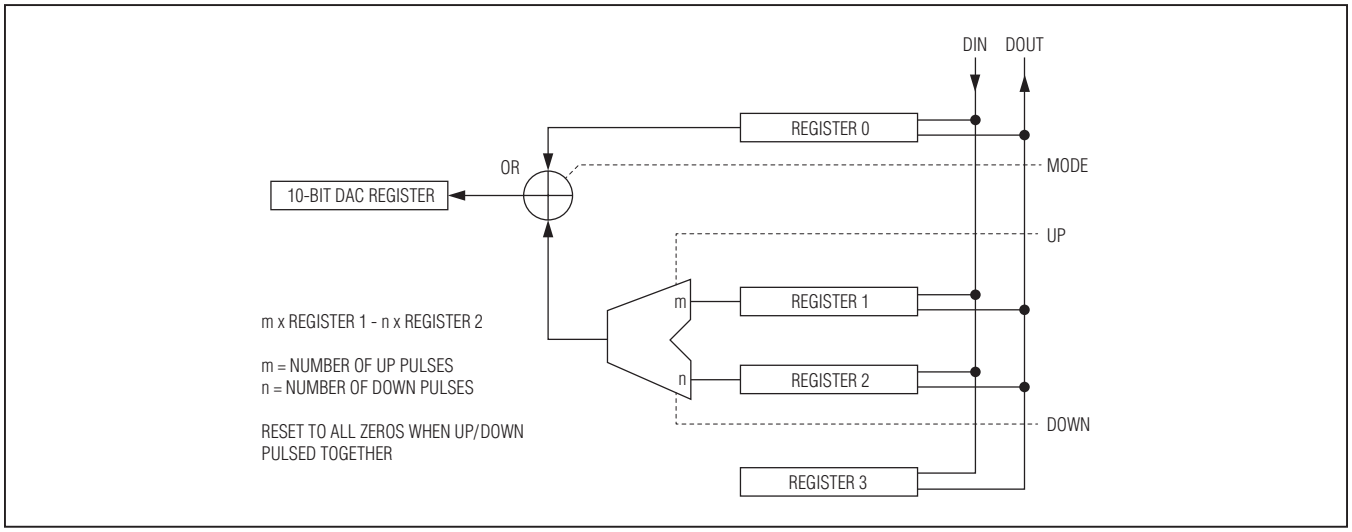
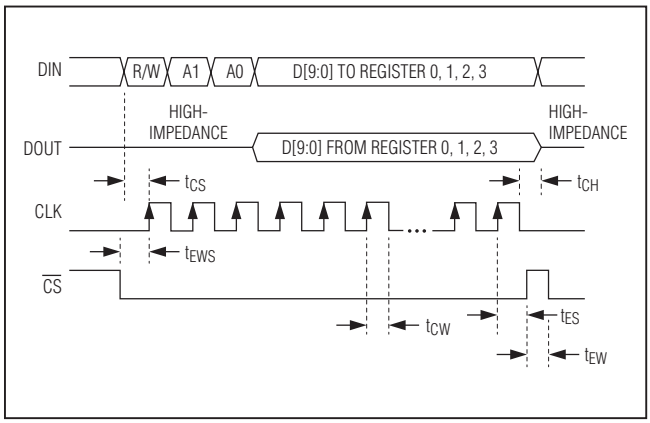
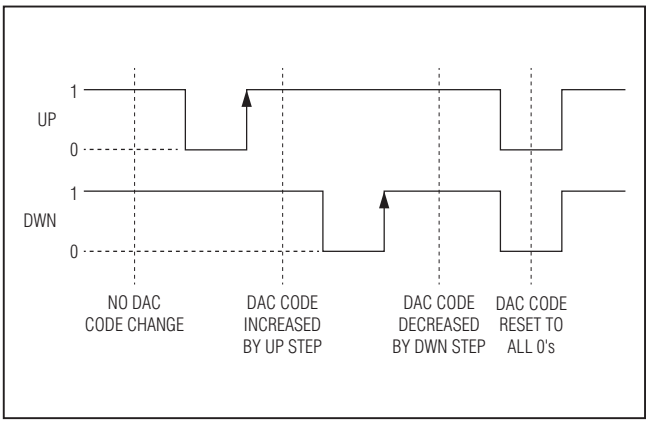

Figure 1. Register Configuration Diagram
Figure 2. SPI Timing Diagram
Figure 3. UP/DWN Control Diagram (MODE = 1)
Figure 1 shows the configuration of the internal registers of the device and Figure 2 shows the timing of the SPI bus. Register 0 sets the DAC code to the desired value, register 1 selects the step-up code, and register 2 selects the step-down code.
After powering up the device, UP and DWN should both be set to 0 to reset the m and n counters to 0. This results in a 10-bit all 0 code out of the mathematical block in Figure 1, and applied to the 10-bit DAC register that drives the DAC. To increase (decrease) the code using the UP (DWN) pin, the DWN (UP) pin must be high and the UP (DWN) pin should be pulsed low to high. The device is designed to produce no wraparounds when using UP and DWN stepping so that the DAC code maxes out at 1023 or goes no lower than 0. See Figure 3 for the UP and DWN control operation.
The device can be controlled with a 4-wire, SPI-compatible serial interface. Figure 2 shows a timing diagram for the interface. In the write mode, a 13-bit word is loaded into the device through the DIN pin, with $\overline{CS}$ set low. The first bit of the word in the write mode is 0, and the next two bits select the register to be written to (Table 2). The next 10 bits contain the data to be written to the selected register. After the 13 bits are shifted in, a low-to-high $\overline{CS}$ command is applied and this latches the 10 bits into the selected register. The entire write command is ignored if $\overline{CS}$ is pulsed low to high before the last data bit is successfully captured.